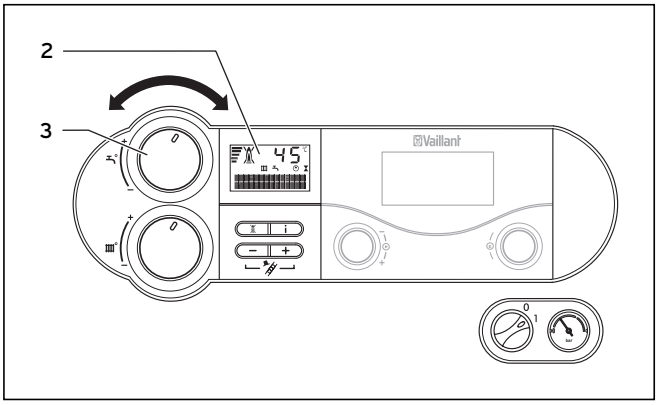

Abb. 4.7 Einstellung der Warmwassertemperatur (hier abgebildet: atmoTEC/turboTEC exclusiv)
Beim Einstellen der gewünschten Temperatur wird der jeweils zugehörige Sollwert im Display (**2**) angezeigt (siehe Abb. 4.7). Nach ca. fünf Sekunden erlischt diese Anzeige und im Display erscheint wieder die Standardanzeige (aktuelle Vorlauftemperatur der Heizungsanlage).
Bei einer Wasserhärte von mehr als 20 °dH stellen Sie bitte den Drehknopf (3) in Abb. 4.7 maximal in die Mittelstellung.